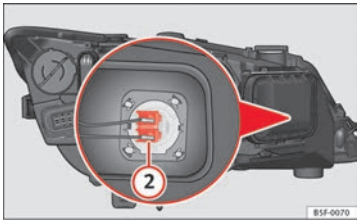

Fig. 145 Lâmpada da luz de máximos
– Pressione a parte lateral do conector ⇒ Fig. 145 (2) para a esquerda ou para a direita e puxe.